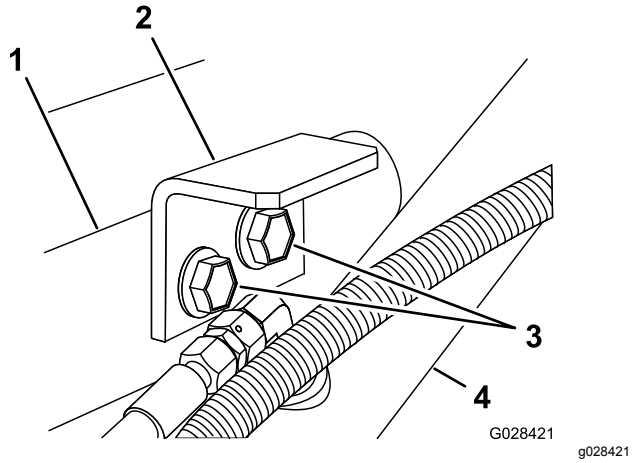

Figuur 7
3. Monteer de bevestigingsbeugels op de steunbeugel en het frame; gebruik hierbij de 2 flenskopbouten en de flensborgmoer die u verwijderd hebt in stap 1 (Figuur 7).